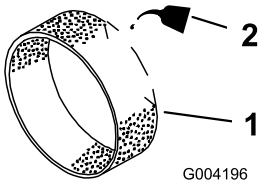

Figur 18
3. Legg 30 eller 60 ml olje på forfilteret (Figur 18).